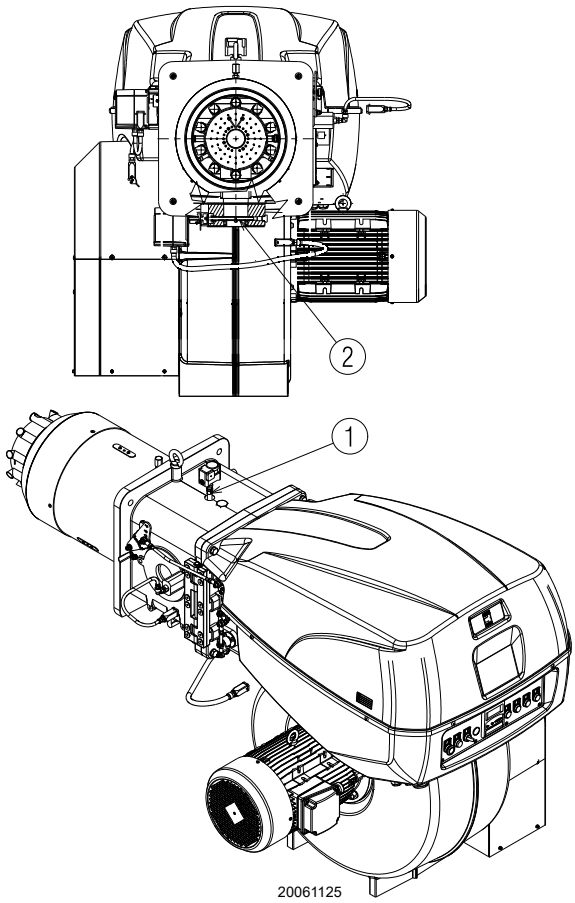

Fig. 22
Pression gaz mesurée à la prise 1)(Fig. 22), avec:
Perte de charge vanne papillon gaz 2) (Fig. 22) avec ouverture maximale: 90°.
– soustraire de la pression du gaz à la prise 1)(Fig. 22) la pression chambre de combustion.
Pression de gaz à la prise 1)(Fig. 22) = 59,2 mbar
Pour connaître par contre la pression de gaz nécessaire à la prise 1) (Fig. 22), après avoir défini la puissance de modulation maximale à laquelle on désire faire fonctionner le brûleur:
– Lire sur la droite, colonne 1, la pression à la prise 1)(Fig. 22).
Pression nécessaire à la prise 1)(Fig. 22).